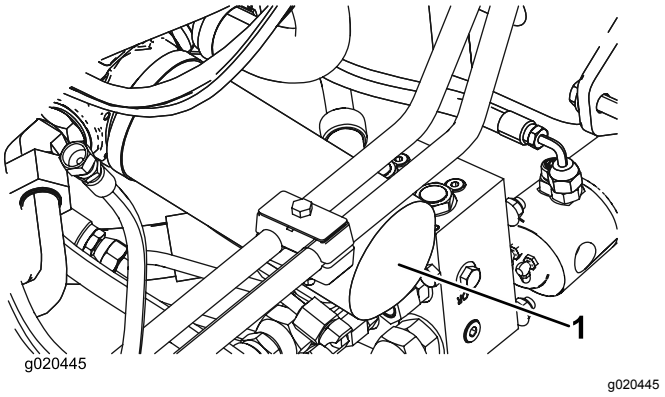

Figuur 68
3. Plaats een opvangbak onder het filter en verwijder het filter (Figuur 68).